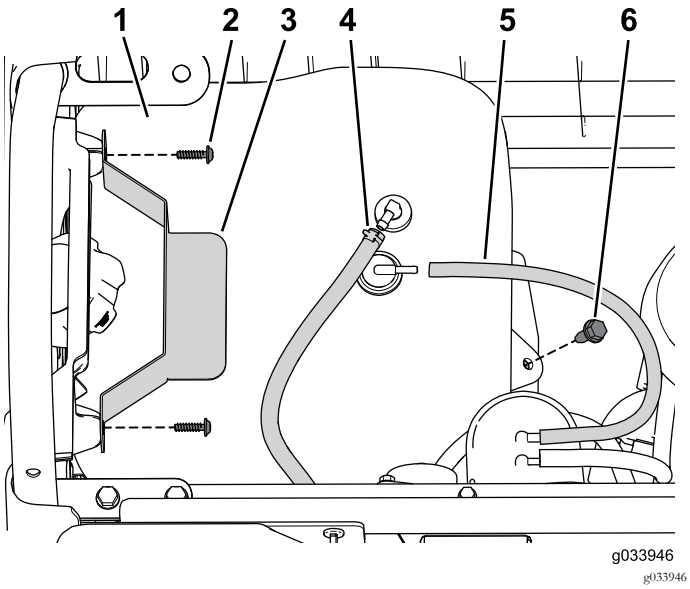

Рисунок 49
1. Установите топливный бак на поддон (Рисунок 49).
2. Подсоедините вентиляционную трубку и топливный трубопровод к баку (Рисунок 49).
3. Прикрепите прижим с помощью снятых ранее винтов (Рисунок 49).